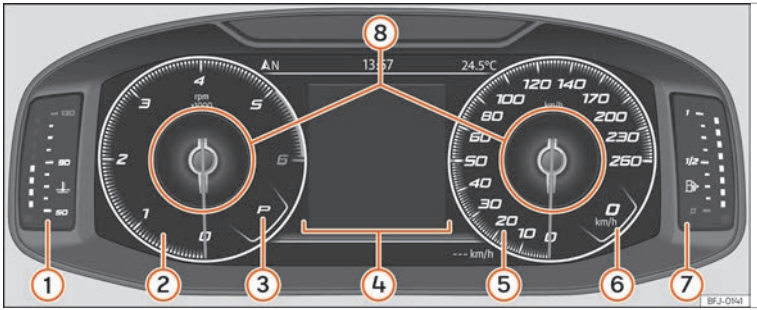

Fig. 67 SEAT Digital Cockpit no painel de instrumentos (vista clássica).
Nas vistas **Clássica** e **Navegação** é possível personalizar a informação que aparece em **Perfis de informação** ››› Fig. 67 ⑧.
Os ponteiros de rotações por minuto e do velocímetro aparecem em todo o seu comprimento ››› Fig. 67.